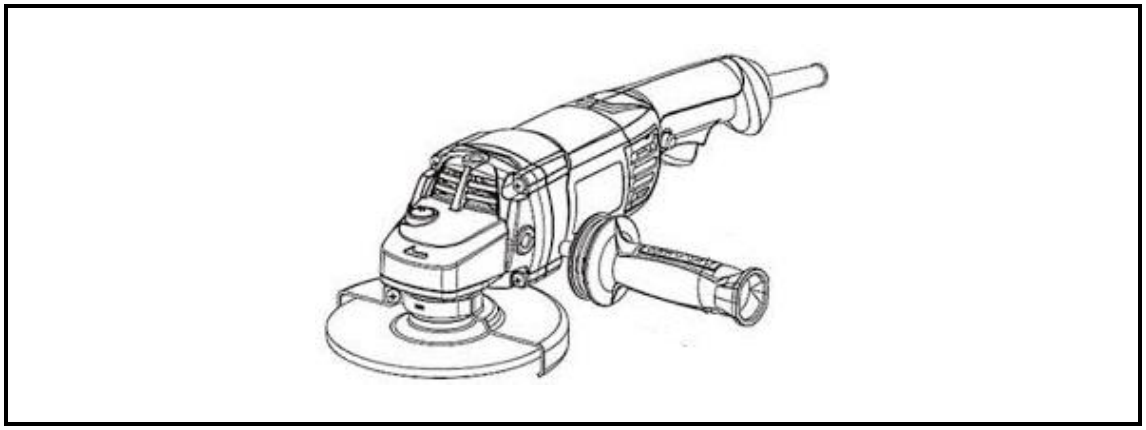

FIGUUR 2
1.2 FIGUUR 2 toon 'n hoekslyper.